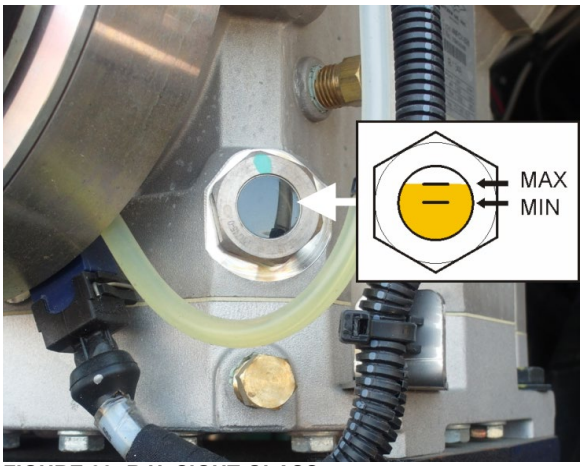

FIGURE 33: R.H. SIGHT GLASS
- R.H. sight glass: between ½ and ¾ of sight glass height (Figure 33).